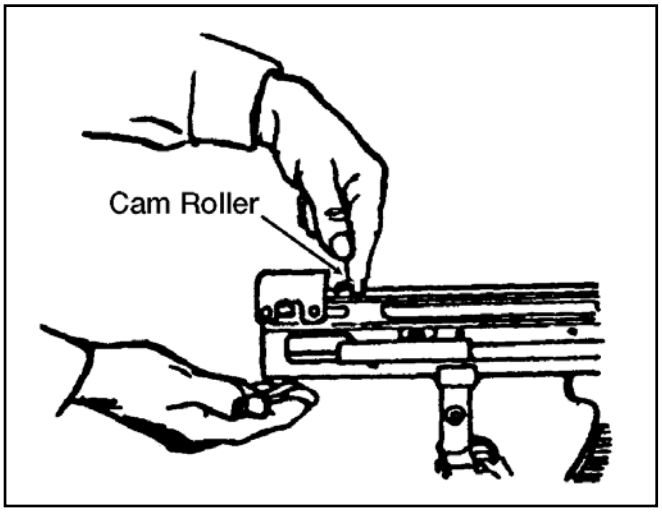

Figure 071-312-3025-4. Cam roller
(1) Grasp the pistol grip with the left hand.
(2) Pull the cocking handle to the rear with your right hand until the bolt separates from the barrel socket.
(3) Return the cocking handle to the forward position.
(4) Pull the cam roller until it stops. This pulls the rod and bolt to the rear.
(5) Push the bolt to the rear with your finger on the face of the bolt (figure 071-312-3025-4).